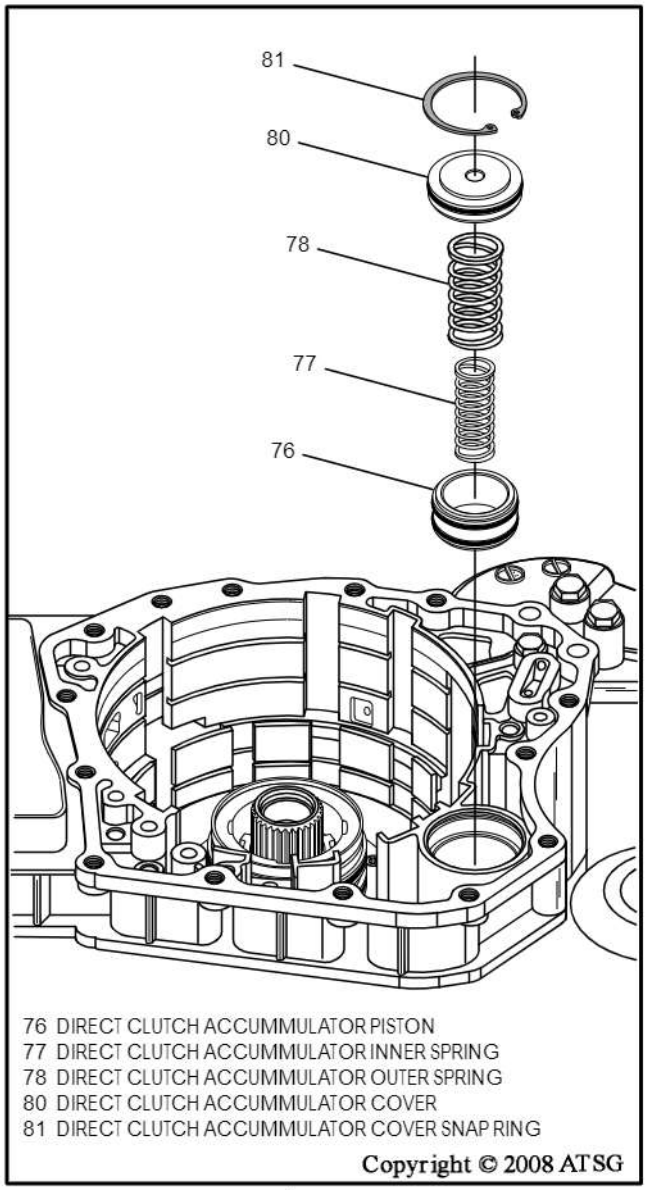

Figure 64
88. Remove direct clutch accumulator snap ring and remove all direct clutch accummulator parts, as shown in Figure 64.